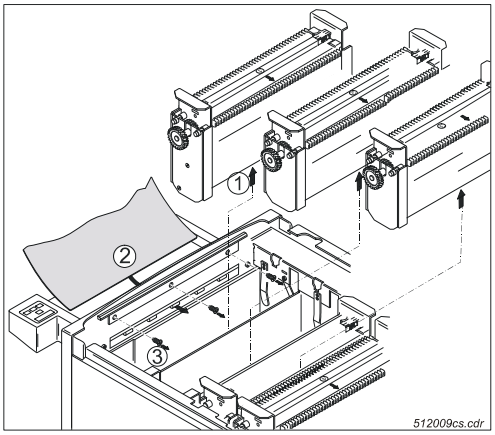

Figure 1: Machine inside (film feed side)
3. Remove the 3 screws at the inner wall at the side of the film feed table (see ③ in figure 1).